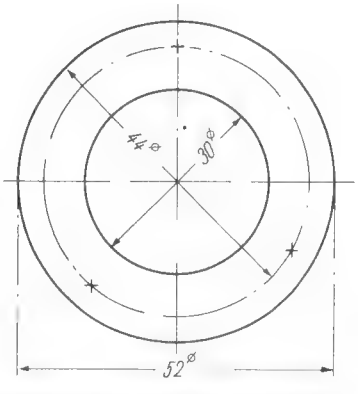
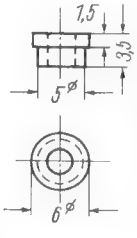

Bild 18. Isolierring (1 Stück, Pertinax 0,5 mm)
Bild 19. Abstandsring (3 Stück, Hartgummi oder Pertinax 6 mm ⌀)
Die Flasche wird ohne Kopf vollständig fertiggestellt. Die Zuleitungsdrähte zum Gitter und zur Polarisationsspannung werden vorerst ziemlich lang gelassen. Zur Montage der Kapsel im Mikrofonkopf benötigen wir einen Pertinaxring nach **Bild 18** und drei Ringe nach **Bild 19**. Mit diesen Teilen wird die Kapsel im Kopf festgeschraubt und anschließend geprüft, ob sie keinen Schluß mit dem Kopf hat. Unter eine Befestigungsschraube ist eine Lötöse für den Anschluß der Polarisationsspannung unterzulegen. Nun wird der Ring mit der Seide aufgelegt, dann das Schutzsieb
- 1 Isolierring nach Bild 18
- 3 Isolierringe nach Bild 19